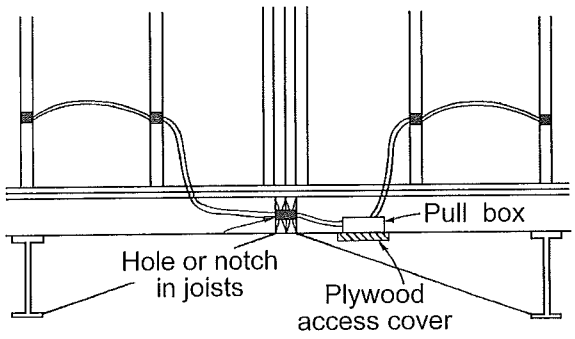

FIG. 5-28B
1. Remove plywood access cover to pull box and cut bottom board on opposite half for access to wires (See Fig. 5-28B).